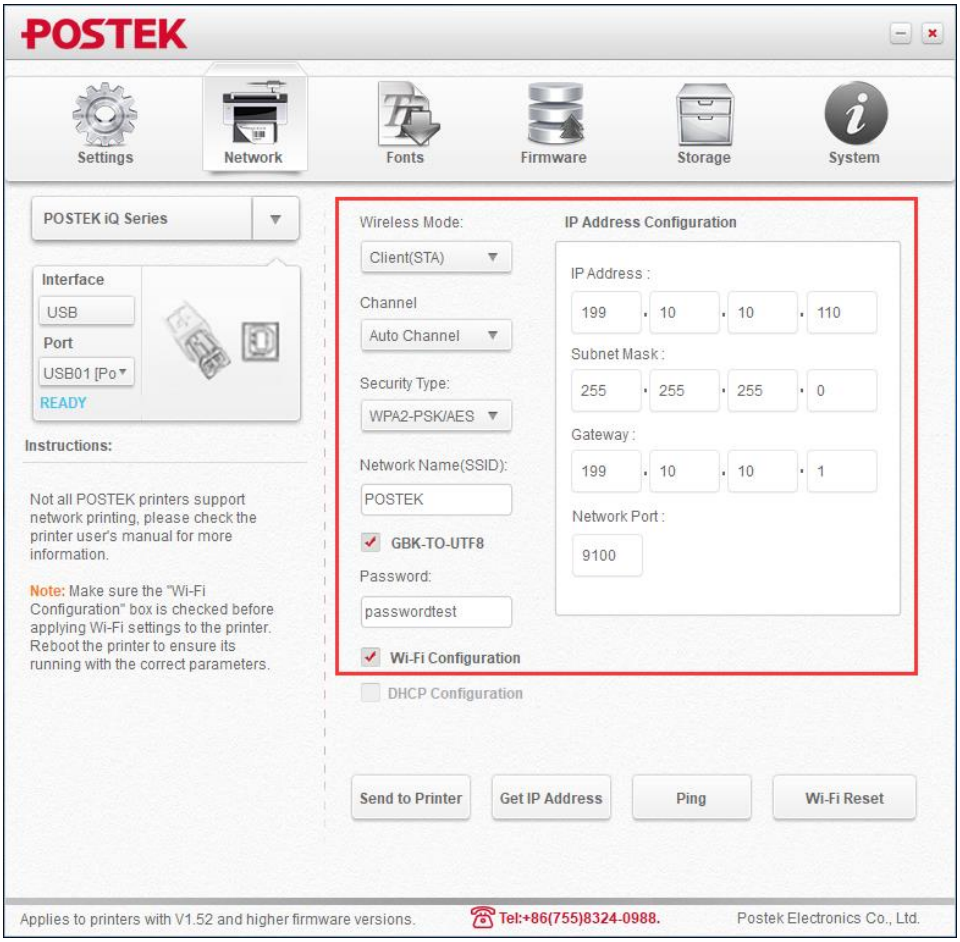

Figure 2-33 Wireless Network Configuration
4. Enter the wireless mode, channel, security type, network name (SSID), password and IP address, then click "Wi-Fi Configuration", as shown in Figure 2-33.